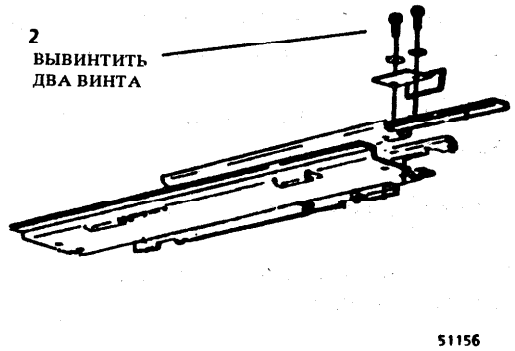

Рис. 1. Снятие тормоза предметного стола
2. (Рис. 1): снять тормоз предметного стола.